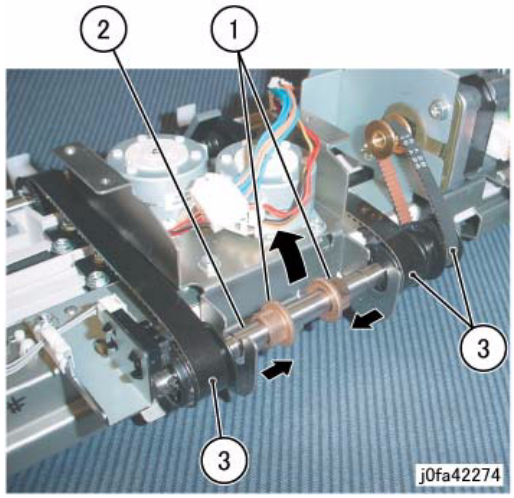

Figure 3 Removing the Eject Shaft
6. Remove the Eject Shaft from the Front/Rear Tamper Motor Assembly (Figure 3):